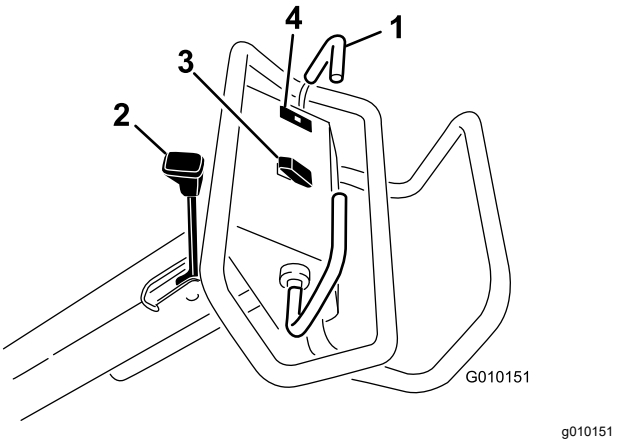

Figure 11
To move forward, move the traction bail forward. To move rearward, move the traction bail rearward (Figure 11).
- To engage the parking brake, move the parking-brake lever toward the operator handle (Figure 11).
The oil-pressure warning light (Figure 11) illuminates when the engine-oil pressure drops below a safe level. If low oil pressure ever occurs, shut off the engine and determine the cause. Repair the damage before starting the engine again.
Raise—Press the top of the switch (Figure 11) to raise the coring head and disengage the coring head. The engine must be running to generate lift pressure. If the coring head is below the transport height, refer to Resetting the System Control Circuit (page 24).
Lower/Engage—Press the bottom of the switch (Figure 11) to lower and engage the coring head. The traction bail must be in the forward position to activate the switch.